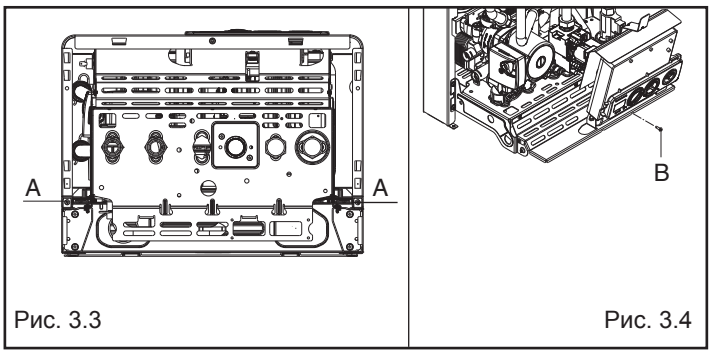

Рис. 3.3 Рис. 3.4
- Отвинтите винты «А», которые держат облицовку (рис. 3.3)